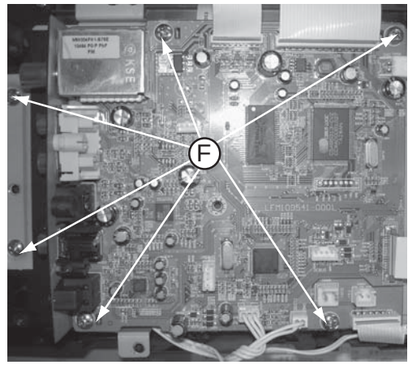

Figure 6
1) Loosen 6 screws “F” on the top of main board as shown in figure 6.